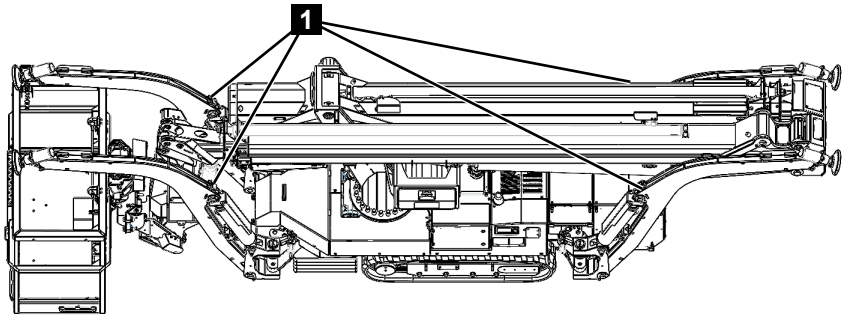

Fig. 47
- The machine must be anchored to the means of transport by lifting accessories connected to the specially provided load blocks (Fig.47/1).